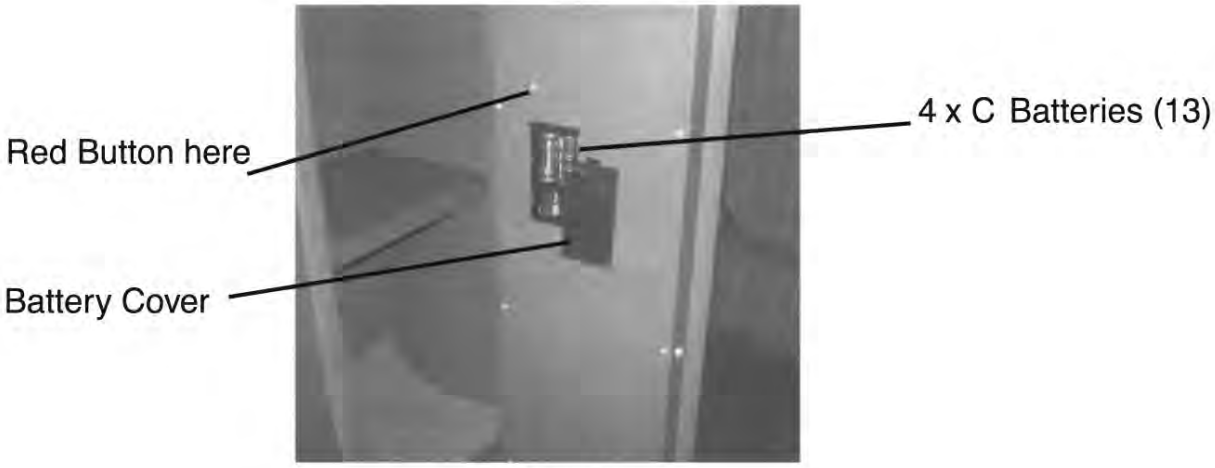

Figure 3
1. Your Safe comes preset with a default code of '159'. To change the Code, first follow the instructions for opening the Safe and open the door. **Keep door open during the entire procedure of changing the code.** On the inside of the Door toward the hinge, you will see a small Red Button. ***See Figure 3.*** Press this Button until the Proceed light on the Front Control Panel lights up. Now you can input your new Code (3 to 8 characters) into the Front Control Panel, followed by either the "A" or "B" Key. The Safe will beep twice to confirm that the Code has been changed. With the door still open, you need to test the new code. First you have to extend the door lock latch to the locked position (see assembly diagram, page 10) by turning Handle (11) counterclockwise and then turning Knob (2) counterclockwise. Once the latch is in the locked position, follow the steps previously discussed in this paragraph to open the latch and insure that your new code works.
Important: If the Safe beeps three times, then the code has not been accepted, and you must repeat the steps above. ***See Figures 3 & 4.***